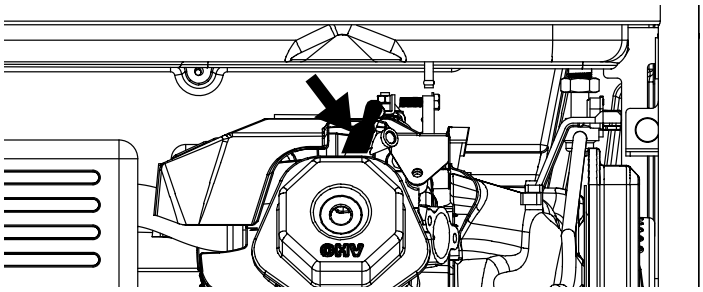

Figura 23 - Retire el Enchufe de Bujía
3. Retire la bota de la bujía tirando firmemente de la manija de arranque de la bujía de plástico directamente del motor (consulte la Figura 23).